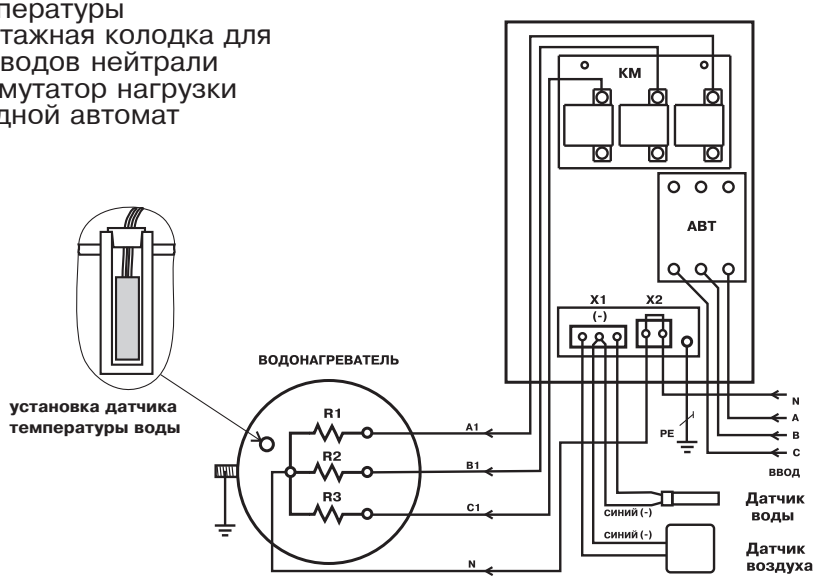

Рис.2 Схема подключения панели управления
5.2. Эксплуатация панели должна осуществляться только при условии ее подключения в соответствии со схемой подключений (Рис.2).
6.3. Подключить панель к питающей сети кабелем соответствующего сечения исходя из номинальной мощности электроводонагревателя согласно схеме подключений Рис.2 настоящего паспорта. Если используется одножильный медный провод, то необходимо тщательно зачистить и облудить присоединяемые концы. При использовании многожильного кабеля его концы необходимо тщательно зачистить и обжать контактным наконечником.
Во избежание искрения, места присоединения проводов необходимо тщательно затягивать. Ввод кабелей и проводов осуществляется с учетом сохранения степени защиты панели. При подключении панели ПУ ЭВТ-И1 к однофазной сети переменного тока необходимо соединить вместе клеммы А,В,С вводного автомата и подключить их к фазному проводу питающей сети. Нулевой провод питающей сети подключается согласно схеме Рис.2.
6.4. Установить датчик температуры воды, выполненный в виде гильзы из нержавеющей трубки, в специальное герметичное отверстие в водонагревателе. Для этого необходимо извлечь защитную пробку из отверстия, поместить в него датчик до упора и зафиксировать его пробкой, входящей в комплект датчика, (см.Рис.2). Датчик температуры воздуха необходимо установить в помещении на высоте 1.4 - 1.5 м от пола, исключив прямое воздействие на него потоков воздуха от нагревательных приборов, вентиляторов и.т.д.. Нагрев корпусов датчиков при монтаже не должен превышать их максимальную рабочую температуру. Подключить датчики к монтажной колодке X1 в соответствии со схемой Рис.2, обращая особое внимание на полярность датчиков. Провода датчиков синего цвета, помеченные знаком (-) подключаются на среднюю клемму колодки X1. Датчики подключаются медными проводами сечением 0.5- 0,75кв.мм необходимой длины. При длине провода более 10 метров желательно использовать провода свитые в пары (не более 50 метров).
6.5. Подключить панель к электроводонагревателю согласно схеме подключений Рис.2 кабелем соответствующего сечения исходя из номинальной мощности электроводонагревателя.
6.6. Выполнить заземление (защитное зануление) корпуса панели в соответствии со схемой подключений Рис.2 .